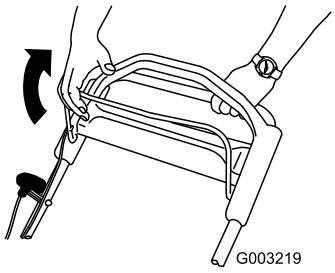

Figuur 13
1. Trek de bladcontrolebalk naar de handgreep toe(Figuur 13).